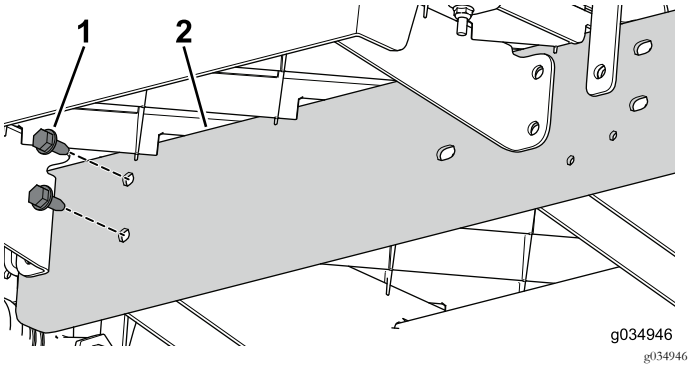

Figur 26
6. Bruk de to boltene (5/16 x 3/4 tomme) til å montere forlengelsesskinnen løst til midtkanalen for den fremre delen av maskinen (Figur 26).